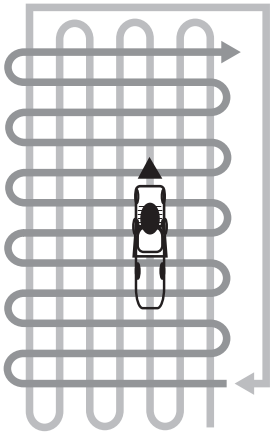

Рис. 10 Схема скашивания высокой и/или загущенной травы
5. При кошении в тяжелых условиях (п. 3,4) рекомендуется двигаться медленнее или проводить повторный покос с меньшей высотой скашивания. На Рис. 10 представлена схема движения газонокосилки при кошении высокой и/или загущенной травы.